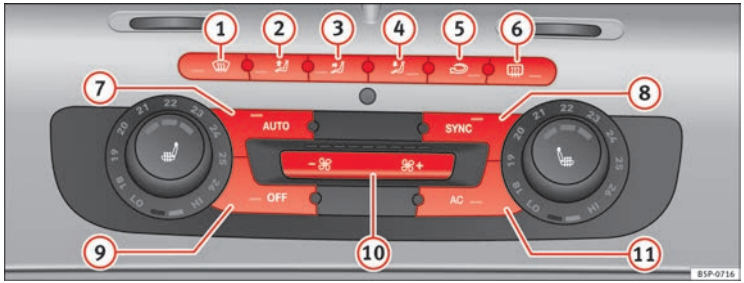

Fig. 133 On the dash panel: 2C Climatronic controls
– Turn the temperature control knobs ⇒ Fig. 133 to adjust the temperature on the left hand side or the right hand side respectively.
– Press the AUTO ⇒ Fig. 133 button. “AUTO High” is shown on the radio display (high fan speed).
– Press the AUTO button again ⇒ Fig. 133. “AUTO Low” is shown on the radio display (low fan speed).